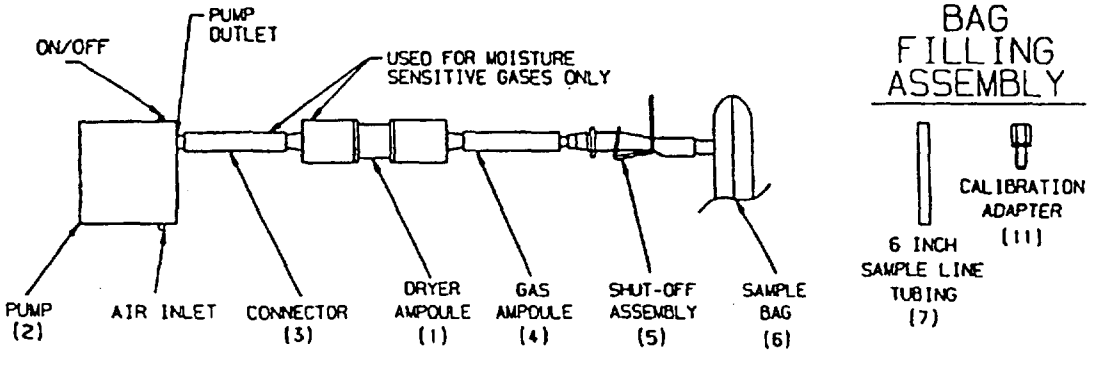

Figure 2-8.
a. Assemble the calibration kit as shown in FIGURE 2-8.
b. Open the Shut-off Assembly clamp (FIGURE 2-8, Item 5).